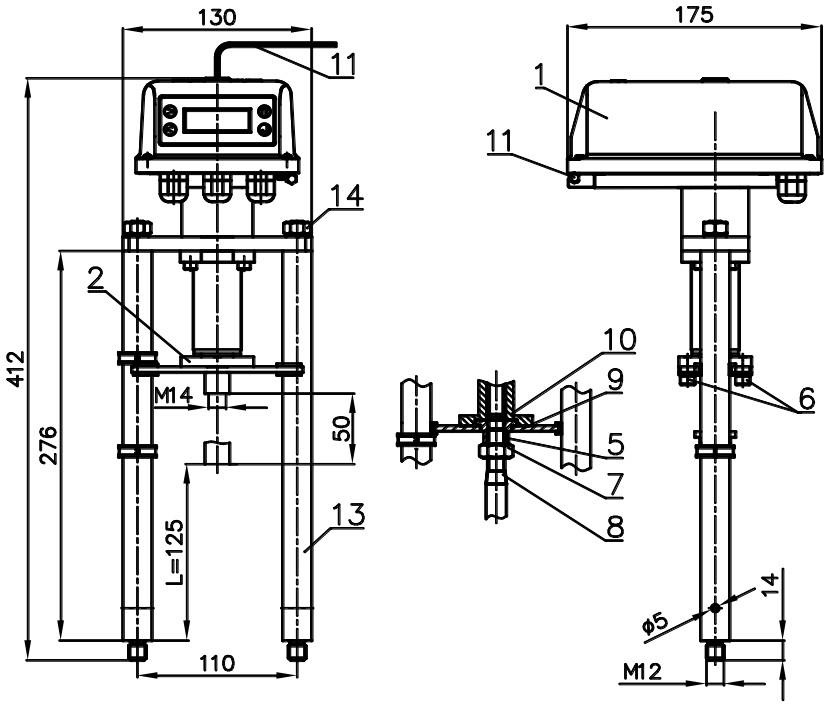

Рисунок 1 - ВЭП-225М
- электропривод (рисунок 1 – позиция1);
- винтовая передача (рисунок 1 – позиция 2).